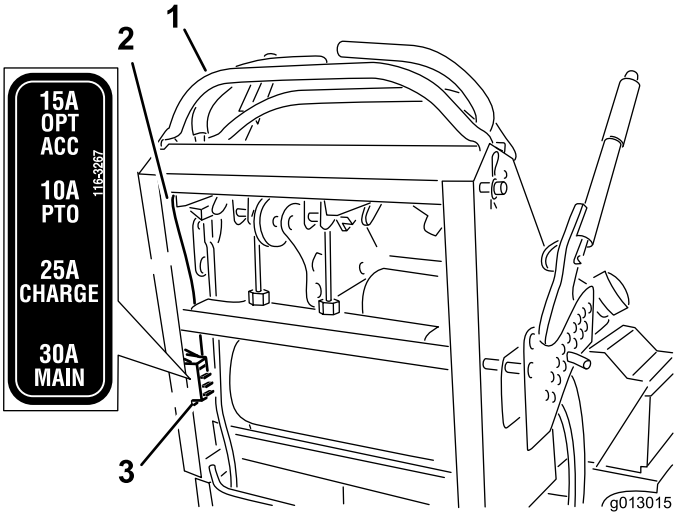

Figur 54
2. Dra ut säkringen för att ta bort och ersätta den (Figur 54).